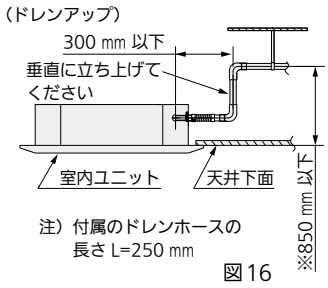

図 16
- ドレン配管高さは天井下面より 850 ㎜を限度として上げることができます。特性上ドレンアップ高が高いほど排水音が低くなります。このためドレンアップ配管高さは 300 ㎜以上を推奨します。（※絶対に 850 ㎜より高くしないでください）（図 16）